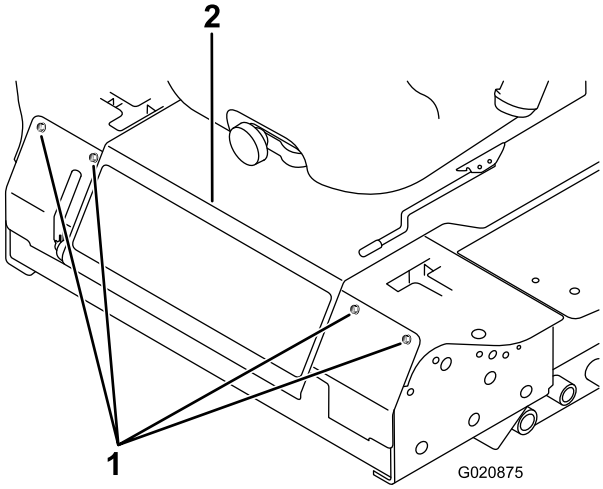

Rysunek 53
2. Usuń śruby mocujące panel przedni i zdejmij go (Rysunek 53).